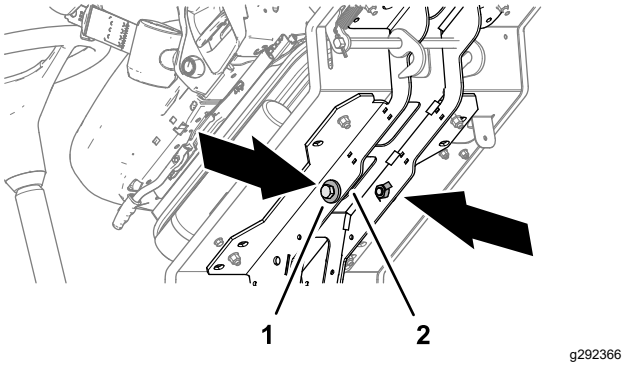

Figur 33
4. Fjern de 2 bolte (12 x 40 mm) og 2 spændeskiver (12 mm), der befinder sig i platformens støtteskinner (Figur 33).